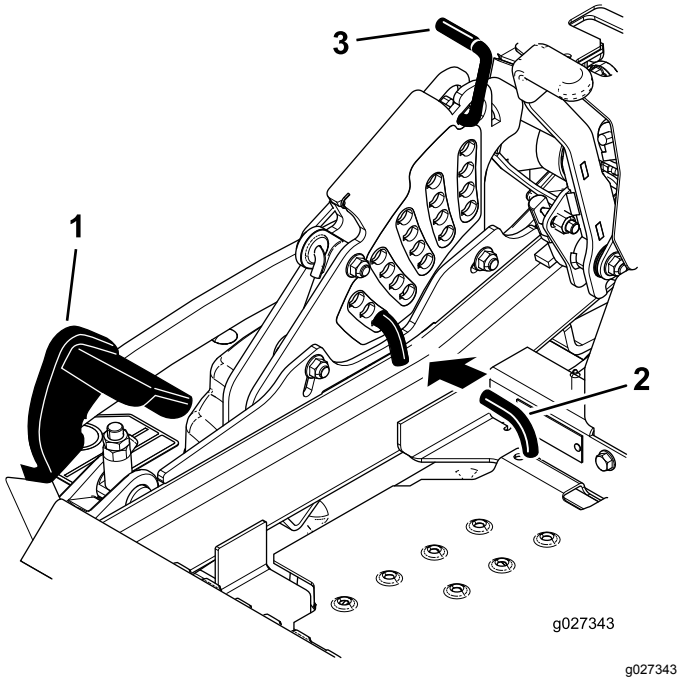

Figur 84
5. Tråkk løftepedalen for klippeenheten helt ned slik at klippeenheten låses i transportstillingen på 14 cm (Figur 84).